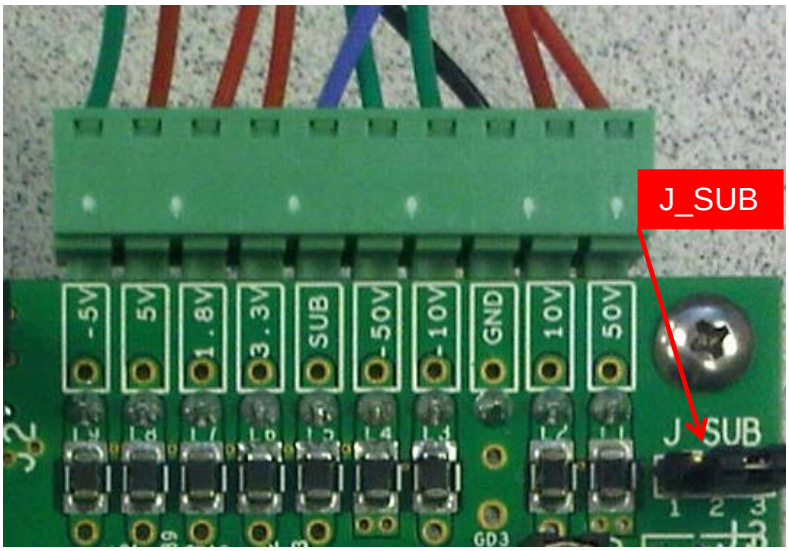

Figure 4: Board Power Cable Connector
☑ Connect the GREEN Supply Voltage Phoenix connector to the Tx Eval board at J2 the board as shown in **Figure 4**.
*** Note that VSUB and VNN (negative HV supply of the LM96551) may be tied together and powered by the same -50V to minimize the number of bench power supplies. To do this, jumper J_SUB (see Figure 4) must be configured in the "1-2" position. However, it is recommended to configure jumper J_SUB in the default "2-3" position such that VSUB and VNN are separated.**